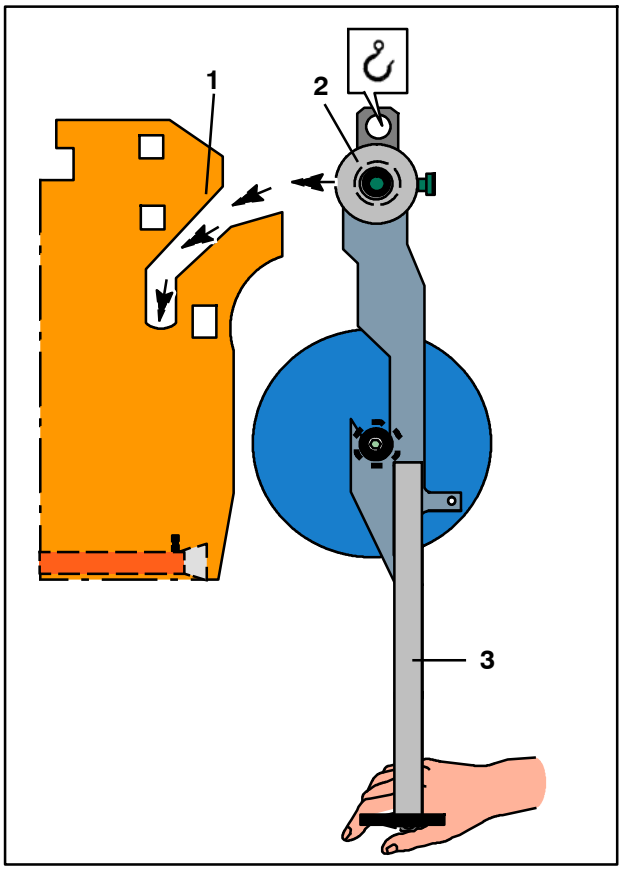

Fig. 144 Dispositif de suspension et bobine montée
Se servir de l'étrier (Fig. 144/3) pour guider le dispositif de suspension et compenser les oscillations.
12. Actionner la grue d'atelier et transporter avec précaution l'arbre à friction et la bobine montée de façon centrée dans FoilStar en évitant le plus possible les à- coups et en veillant à ce que les galets de centrage (Fig. 144/2) du dispositif de suspension s'engagent dans les guidages forcés (Fig. 144/1) - éviter tout basculement